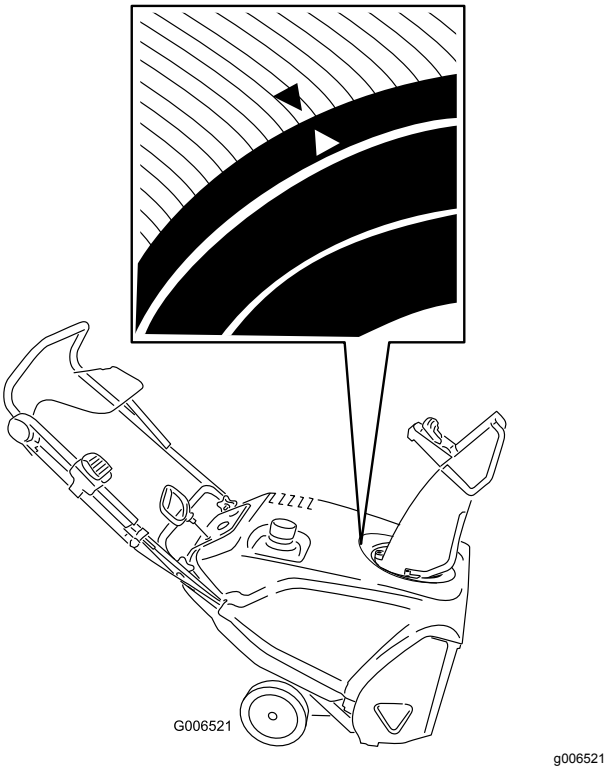

Рисунок 34
3. Поверните разгружающий спуск так, чтобы он был направлен строго вперед и стрелка на тыльной части спуска совпадала со стрелкой на кожухе (Рисунок 34).